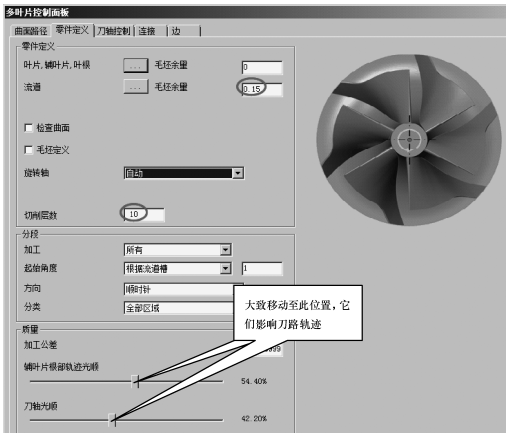
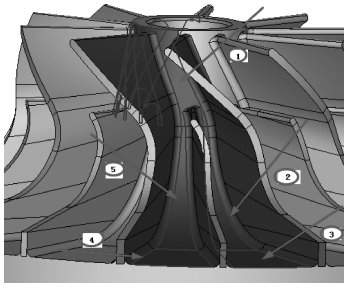

图 6-86　零件定义参数
图 6-88　选取流道面
各项参数的设定参照图6-86所示进行，其中加工对象的选取是：
(1) 叶片、辅叶片、叶根面的选择 单击图6-86中【叶片、辅叶片、叶根面】右侧曲面选择按钮，单击右键在弹出窗口选择【根据规则选取曲面】选项，在出现的窗口选择【粉色】、
（2）流道面的选择　单击图 6-86 中【流道】右侧的曲面选择按钮，然后选择两个大叶片之间的流道面，如图 6-88 箭头所示。